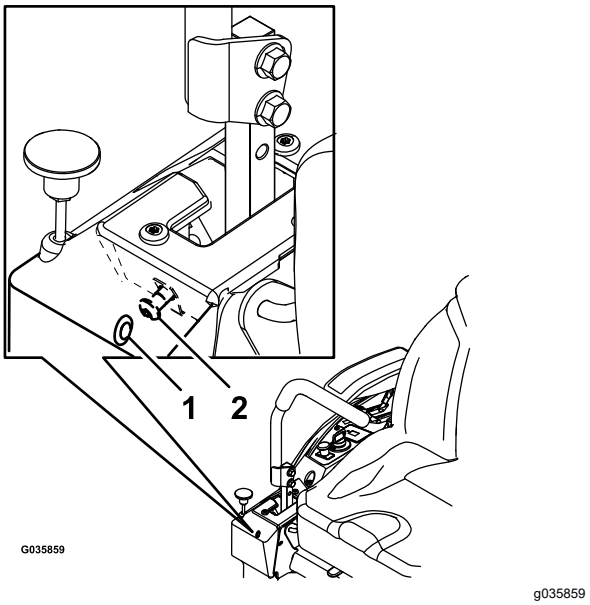

Figur 56
6. Hvis maskinen sporer til høyre, setter du inn en 3/16 tommer sekskantet skrunøkkel gjennom tilgangshullet i høyre fremre dekselpanel og roterer sporeskruen med eller mot klokken for å justere spaken (Figur 56).
7. Hvis maskinen sporer til venstre, setter du inn en 3/16 tommer sekskantet skrunøkkel gjennom tilgangshullet i høyre fremre dekselpanel og roterer sporeskruen med eller mot klokken for å justere spaken (Figur 56).